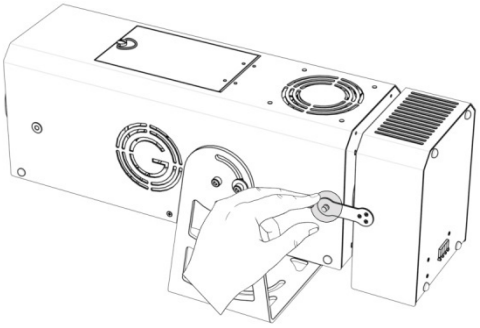

Fig. 3
1. Svitare il pomello della piastrina di fissaggio delcorpo di alimentazione al corpo principaledel proiettore come evidenziato in Fig.3, far ruotare il corpo di alimentazione sulla cerniera.